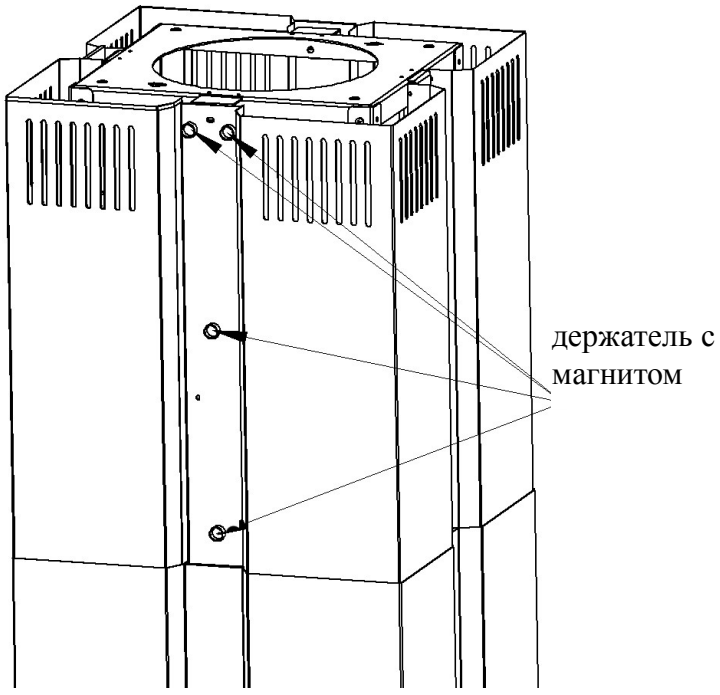

Рис. 8
5. Вверните держатели с магнитами в гайки-заклепки. Для регулировки используйте шайбы (рис. 8).